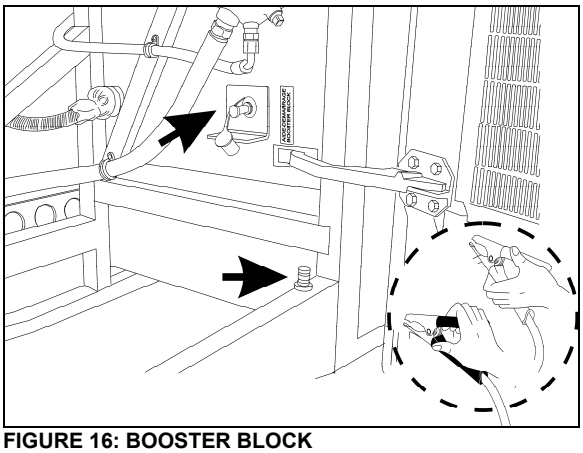

**FIGURE 16: BOOSTER BLOCK**
1. Connect one end of one red jumper cable to the positive (+) terminal of the booster power source and the other end to the positive (+) post of the booster power block, located on the R.H. side of the engine compartment (**FIGURE 16**).